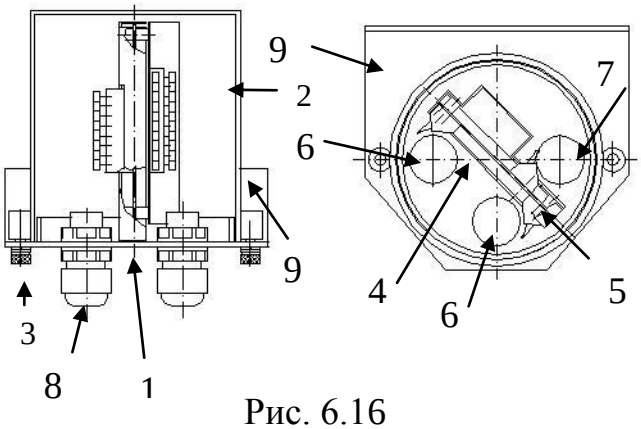

Рис. 6.16
6.4.3.2 БПУ-НЕ(ПНЕ) (см. рис. 6.16) выполнен в металлическом корпусе 1 со съемным кожухом 2. Крепление кожуха осуществляется двумя невыпадающими винтами 3. В корпусе установлено шасси 4. На обратной стороне шасси винтами закреплена печатная плата 5. Через окна в шасси обеспечен доступ к установленным на плате наборам зажимов «БПРМ-ЛФ» и «БПРМ-ПФ» для подключения кабелей БПРМ левого и правого флангов, кнопкам управления «Упр-ЛФ» и «Упр-ПФ» и светодиодным индикаторам «Инд-ЛФ», «Инд-ПФ». С обратной стороны шасси на плате установлен набор зажимов, для подключения проводов соединительного кабеля. В верхней части платы установлена кнопка вскрытия. В начальный момент подъема кожуха освобождается рычаг, который размыкает контакты кнопки. В нижней части корпуса расположены вводы 6 для кабелей БПРМ левого и правого флангов и ввод 7 для кабеля связи с ППК. Зажимные гайки 8 обеспечивают крепление кабелей и уплотнение места ввода. Уплотнение обес-